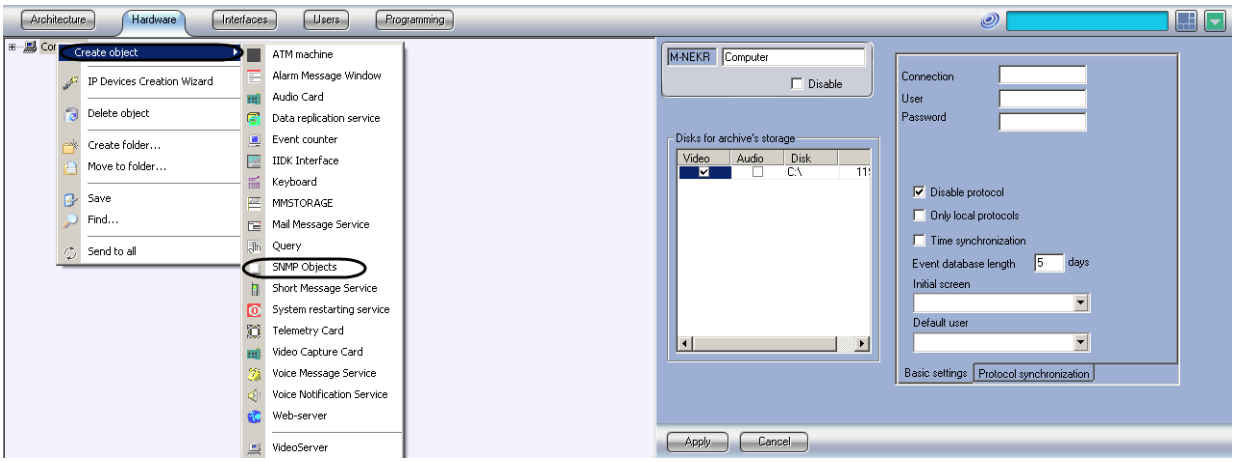

Figure 8.11-1. Creating the SNMP object
1. Select Computer object on the tab Hardware of System settings dialog window (Figure 8.11-1).
2. Make a right mouse click upon the selected Computer object and select «Create object» ⇨ «SNMP objects» in the contextual window (Figure 8.11-1).